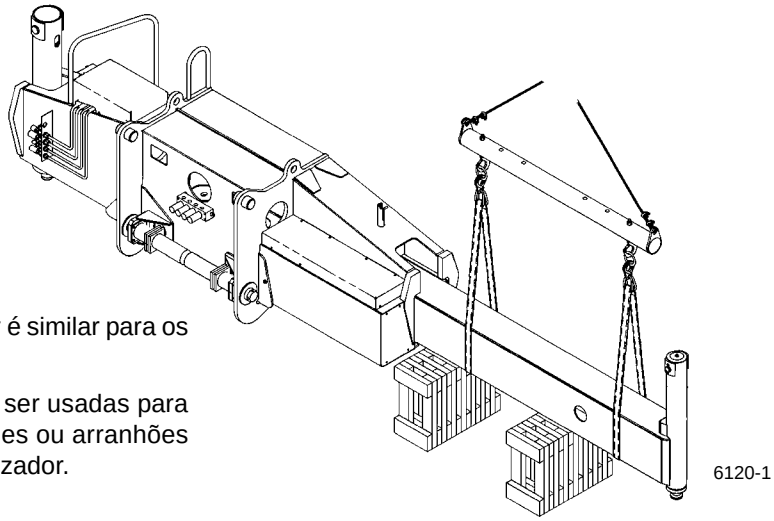

FIGURA 8-9
5. Coloque o material de calço embaixo da viga do estabilizador (Figura 8-9).